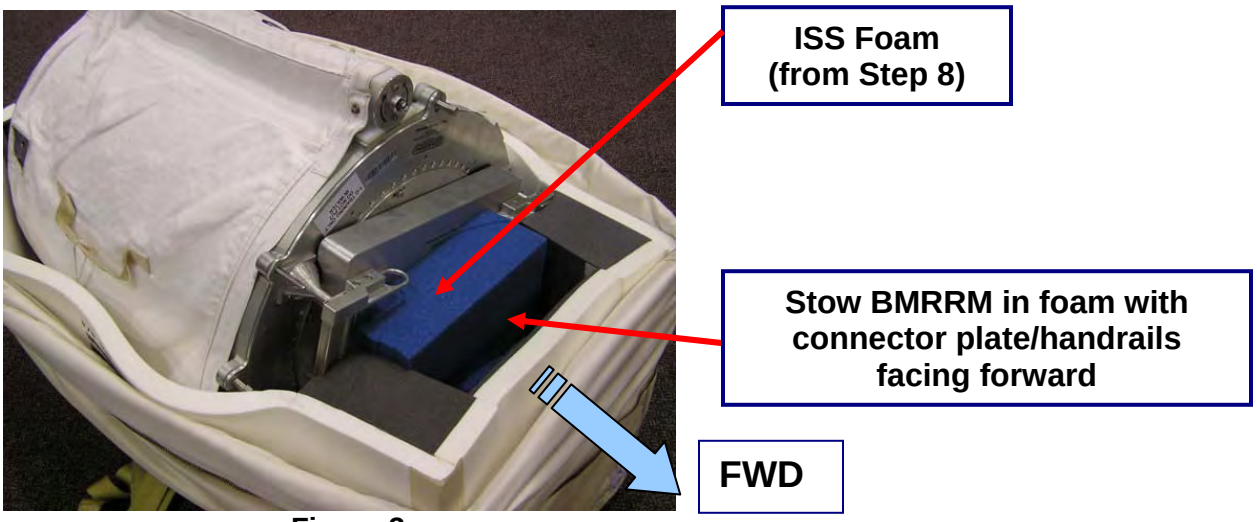

Figure 3
Step 7: Stow BMRRM in IELK foam per Figure 3.